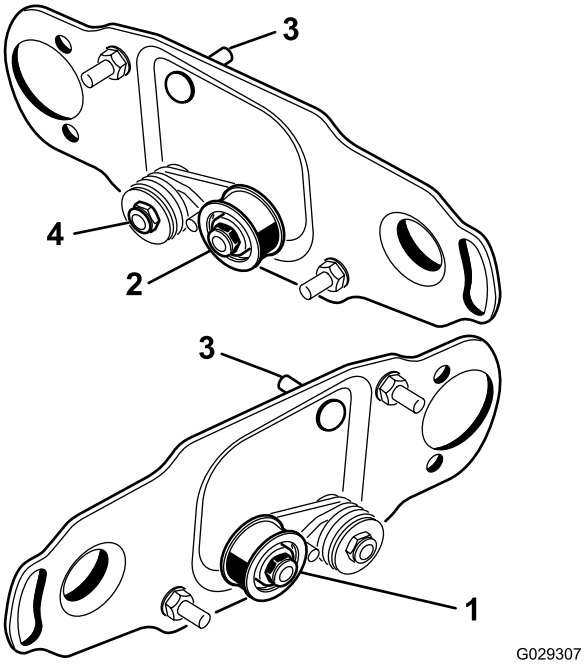

図 3
がくるよう、以下の手順で取り付け位置を変更してください図 3
1. カッティングユニットの左側からアイドラ・プーリ・アセンブリを取り外し、カッティングユニット右側にあるブラシ・プレートについている低い方の穴に取り付ける図 3。
2. キャリッジ・ボルトとナットを外し、以前にアイドラ・プーリ・アセンブリが取り付けてあった上穴にこれらを移動させる図 3。